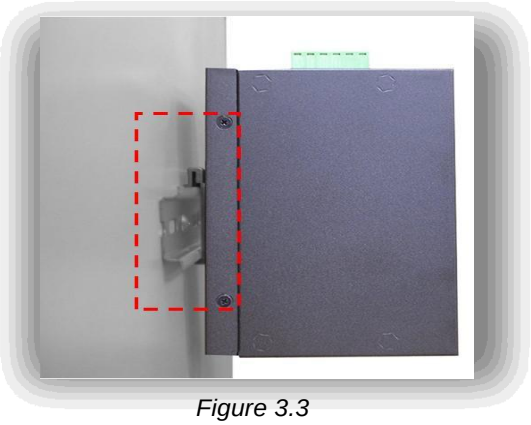

*Figure 3.3*
4. Lightly pull down the bracket on to the rail as shown below in *Figure 3.3*.